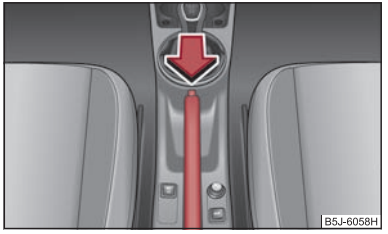

Fig. 96 Consola central: Freno de mano
– Tire de la palanca del freno de mano un poco hacia arriba y pulse **simultáneamente** el botón de bloqueo ⇒ fig. 96.